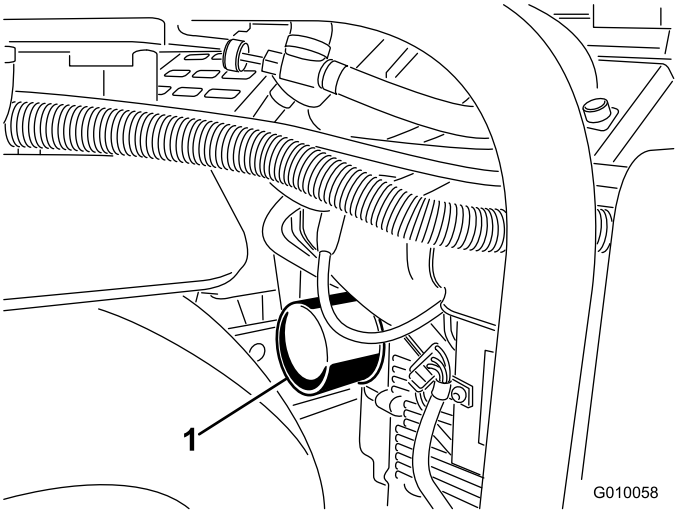
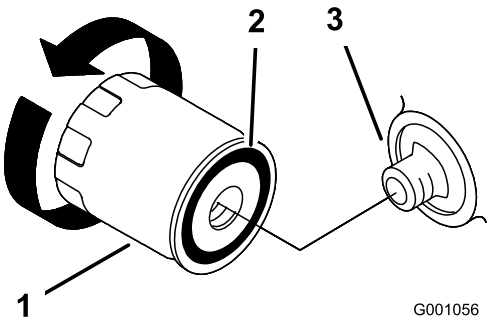

Figuur 47
Figuur 48
6. Plaats een ondiepe opvangbak of een doek onder het filter om olie op te vangen (Figuur 47).
7. Verwijder het oude filter (Figuur 47 en Figuur 48) en veeg het oppervlak van de pakking van het filtertussenstuk schoon.